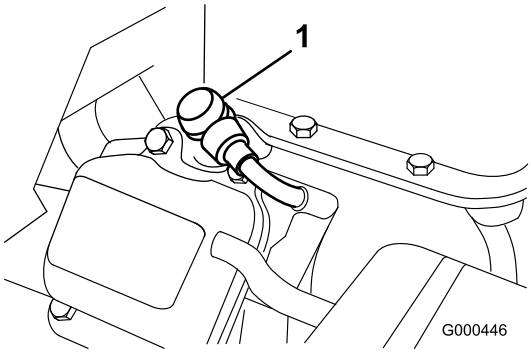

Figur 23
1. Trekk den støpte kabelen av tennpluggen (Figur 23).